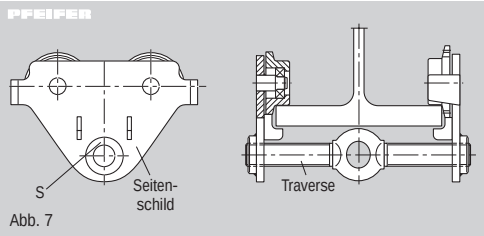

Abb. 7
1. Traverse (Abb. 7) mit der Seite des Rechtsgewindes ca. 3 mm in das mit „S“ gekennzeichnete Seitenschild einschrauben.